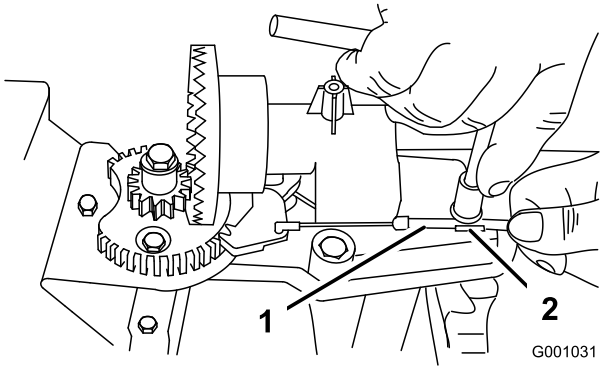
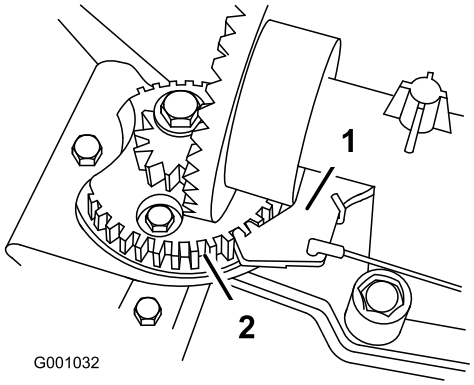

Figur 55
Figur 56
2. Lossa bulten på kabelklämman (Figur 55).
3. Ta tag i kabelledningen och för den mot maskinens främre del tills spärrhaken på utkastaren helt hakar in i kugghjulets kuggar (Figur 55 och Figur 56).
Obs: Spärrhaken är fjäderupphängd och kommer att röra sig in i kuggarna på kugghjulet av sig själv (Figur 56).